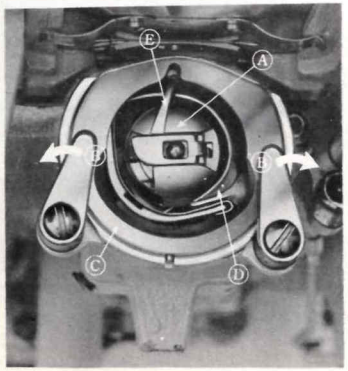

Fig. 59
(See Fig. 59 and 60)
2. Remove bobbin case (A), Fig. 59
3. Turn the two shuttle race cover clamps (B) outward and remove the shuttle race cover (C) and shuttle body (D).